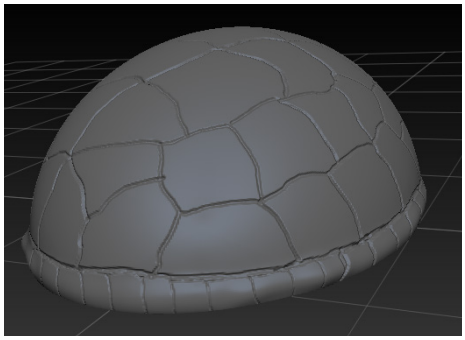

Figure 3-66 *Pattern created on the entire lower part of the turtle shell*
7. Continue creating pattern on the lower part of the *turtle shell*, refer to Figure 3-66.